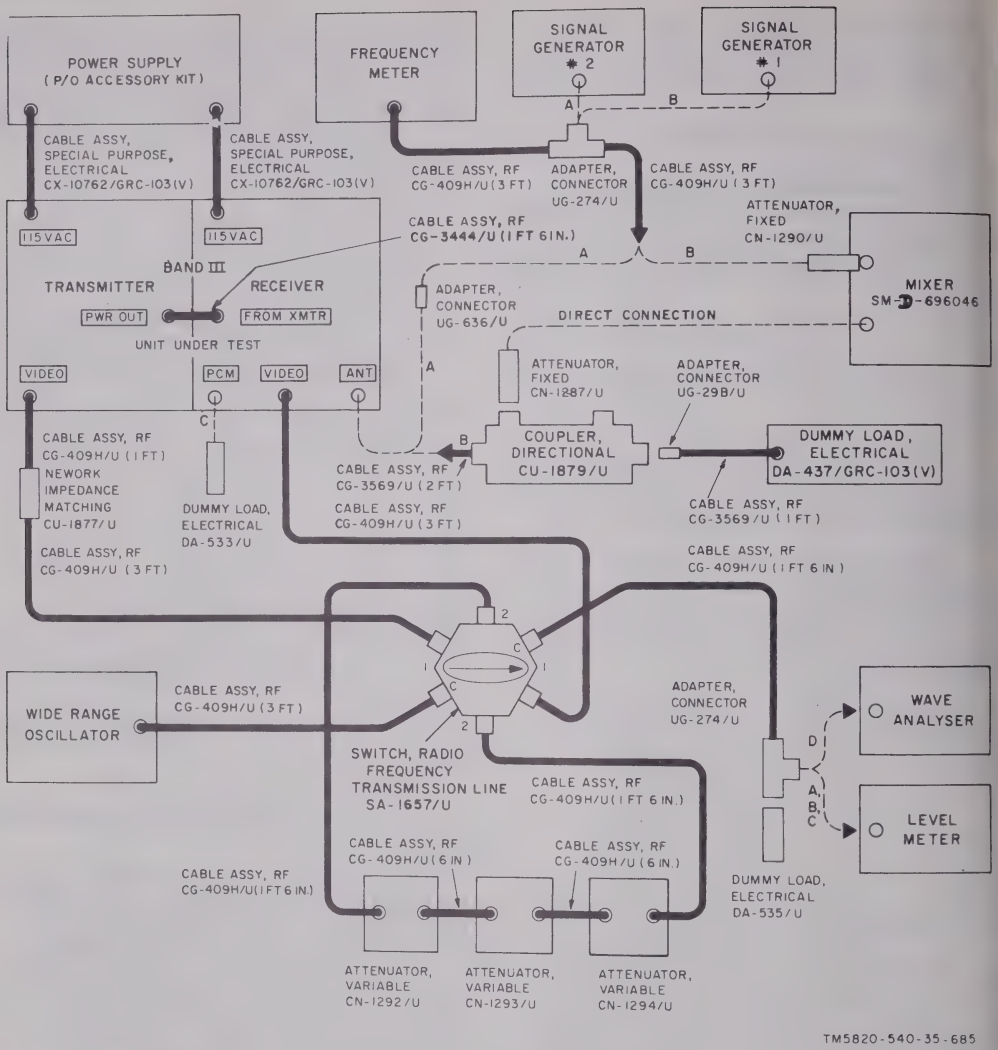

Figure 4–385. Band III radio set, system gain and frequency response measurement, test setup.
1. Connect the test equipment as shown in A, figure 4–385.
7. Connect the test equipment as shown in B, figure 4–385 with coaxial switch in position 1.
10. Set the transmitter to channel 134 and tune for maximum PWR OUT as described i (1) (*f*) through (*j*) above.